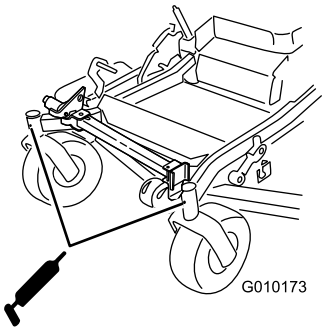

Figuur 46
9. Trek de verloopnippel uit de opening. Plaats de zeskantige plug en de stofkap (Figuur 46).